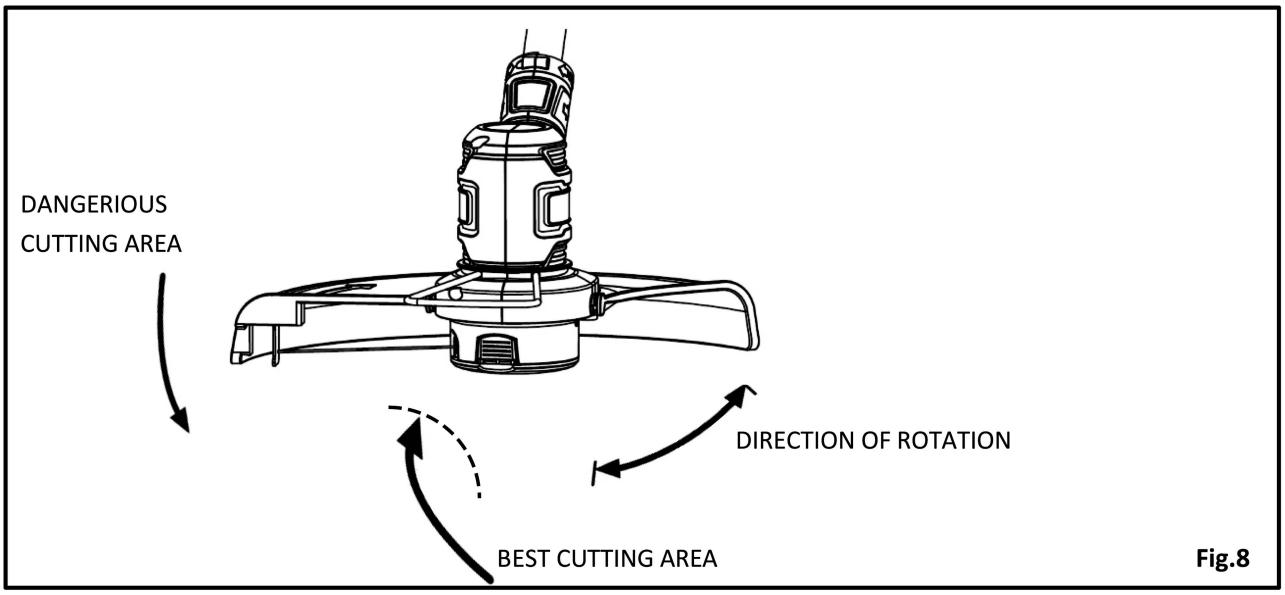

Fig.8
CUTTING TIPS (See Fig.8 **)**
• The string trimmer cuts when passing the unit from left to right. This will avoid throwing debris at the operator Avoid cutting in the dangerous area shown in figure 8.